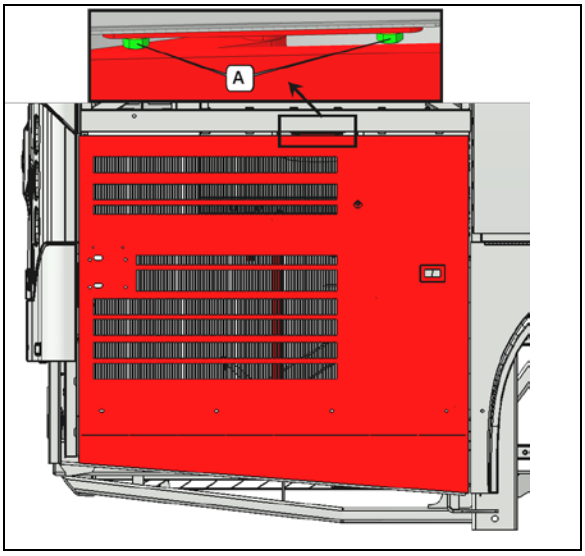

Figure 45:
2. Assurez-vous que les boulons A sont bien serrés (**Figure 45:**).